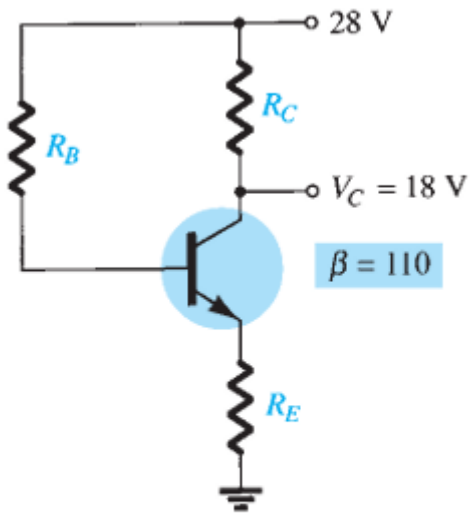

FIG. 4.61
- EXAMPLE 4.23 The emitter-bias configuration of Fig. 4.61 has the following specifications: $I_{CQ} = 1/2 I_{sat}$, $I_{Csat} = 8$ mA, $V_C = 18$ V, and $\beta = 110$. Determine R_C , R_E , and R_B .